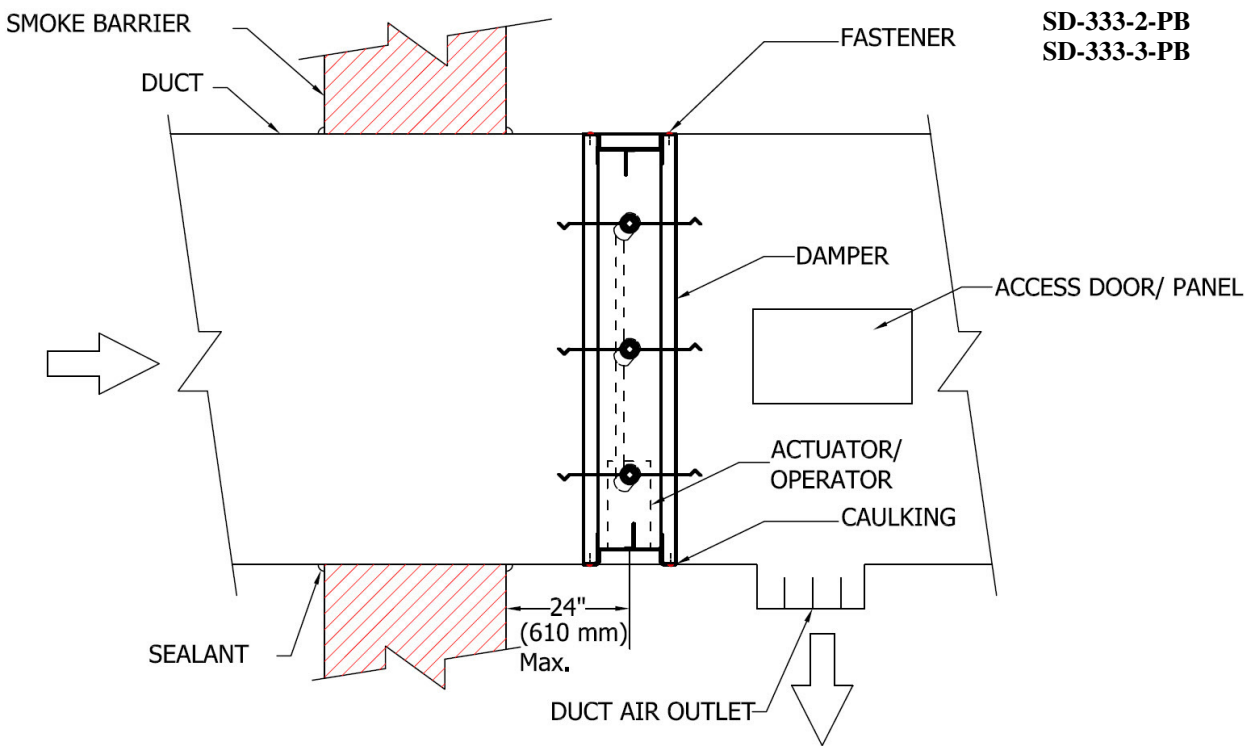

**Figure 1: Smoke damper installation**
- Smoke dampers must be installed at or adjacent to the point where the duct passes through the smoke barrier as shown in Figure 1.